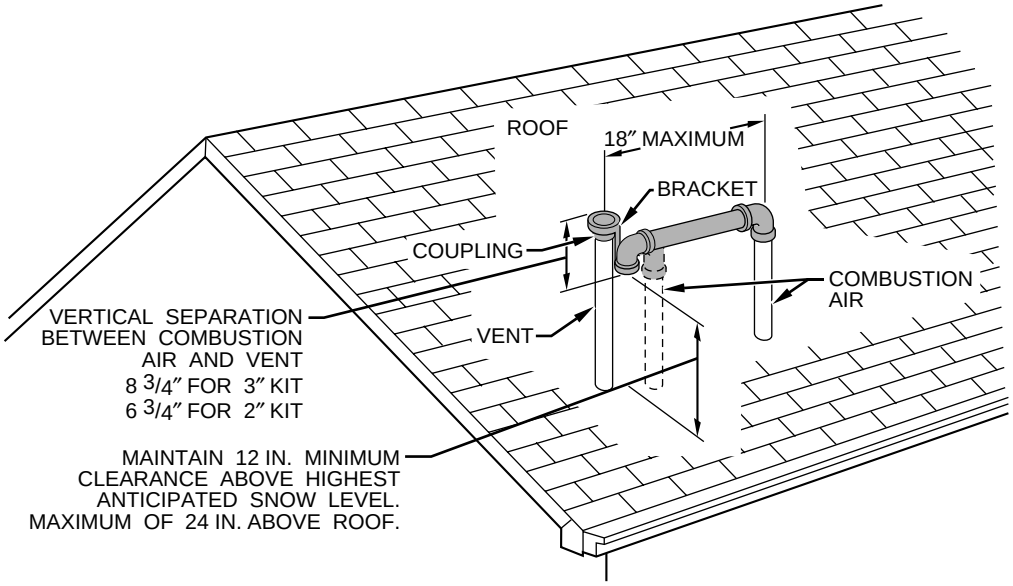

Fig. 36—Roof Termination (Preferred)
Roof terminations—Loosely install pipe coupling on properly cut vent pipe. Coupling must be positioned so bracket will mount as shown in Fig. 36.
For applications using combustion-air pipe option, indicated by dashed lines in Fig. 36, install 90° street elbow into 90° elbow, making U-fitting. A 180° U-fitting may be used.
5. Check required dimensions as shown in Fig. 36, 39, or 40.